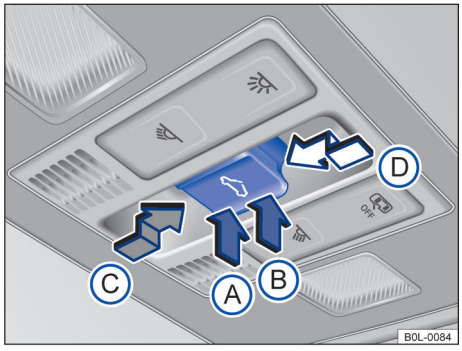

图 49 车内顶篷：全景滑动/外翻式天窗的按钮
- **外翻打开电动全景滑动/外翻式天窗：** 按压按钮 →图 49 Ⓑ 至 1 挡位置。自动运行：按压按钮 Ⓑ 至 2 挡位置。